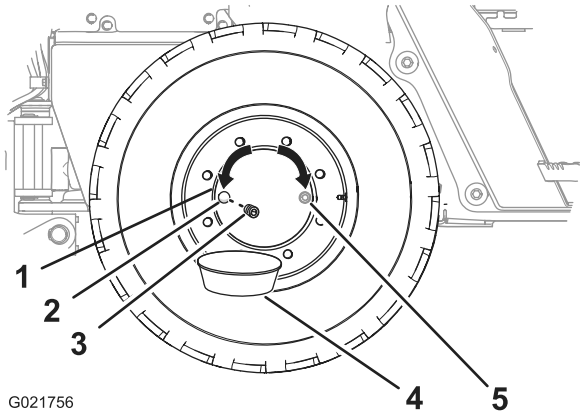

Rysunek 83
2. Przesuń maszynę do przodu lub do tyłu, aby piasta koła była ustawiona w pozycji wskazującej godzinę 3 lub 9 (Rysunek 83).
4. Umieść miskę drenażową pod przyłączem drenażowym w piaście koła (Rysunek 83).
5. Zdejmij korek z piasty koła (Rysunek 83).
6. Sprawdź, czy olej jest na poziomie spodu gwintu w przyłączu oleju (Rysunek 83).
8. Załóż korek na przyłącze oleju na piaście koła (Rysunek 83).